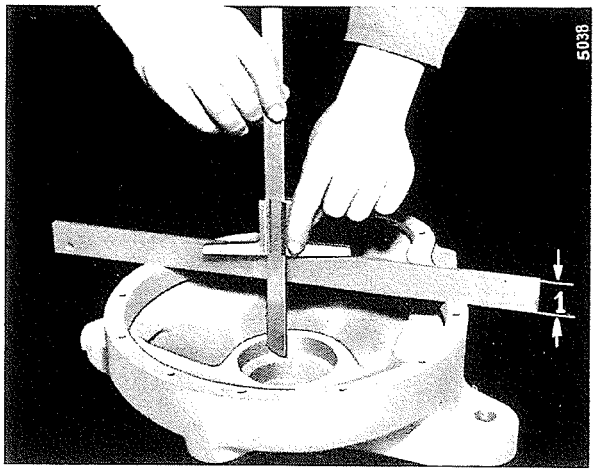

Bild 361
Tiefe des Kugellagersitzes im Achsträger, gemessen von der Dichtfläche (Bild 361) $\frac{70.99\ \text{mm}}{71.09\ \text{mm}} = \frac{2.795''}{2.799''}$
A) Die Tiefe des Kugellagersitzes im Hinterachsträger zur Ebene der Paßfläche des Zahnraddeckels, Bild 361.